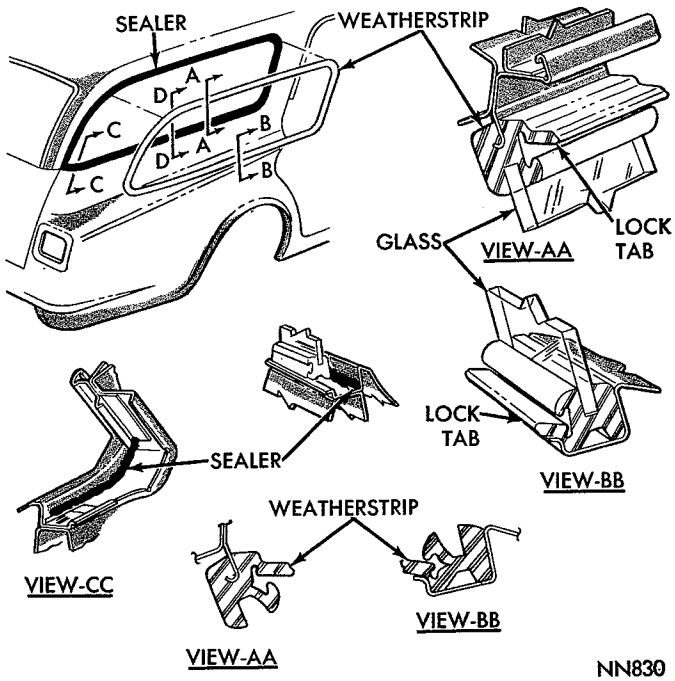

*Fig. 157—Station Wagon Quarter Window*
(1) Unlock weatherstrip (Fig. 157) by prying lip of weatherstrip apart, inserting a fibre wedge and with a slight twist to the wedge, move tool completely